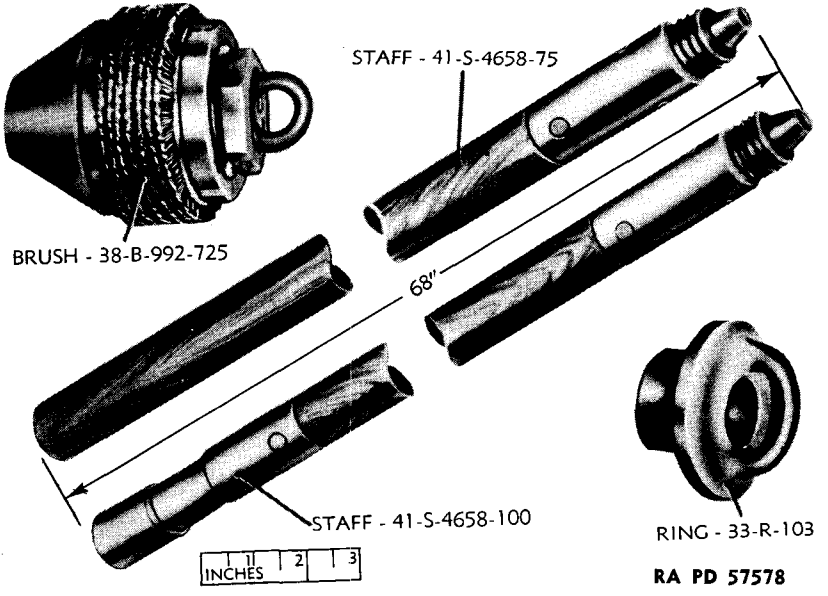

Figure 10 — Tools and Accessories
b. **Manual Traverse Control Handle** (fig. 10). The purpose of manual traverse control handle is to rotate the turret. This is done by rotating the handle after the turret lock has been disengaged.